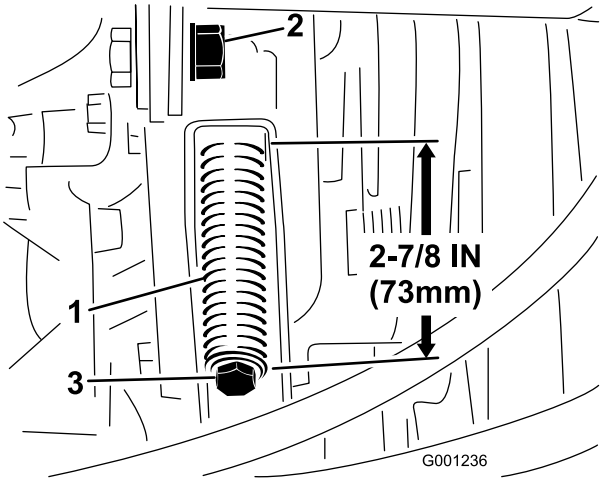

Figur 65
3. Løsne strekkstangens låsemutter (Figur 65).
4. Bruk en halvtommers skrunøkkel for å stramme eller løsne remspenningsfjæren (Figur 65). Juster fjæren slik at den er 273 mm lang.
4. Bruk en halvtommers skrunøkkel for å løsne remspenningsfjæren (Figur 65) helt.
6. Monter den nye kraftuttaksremmen og stram skivefjæren til 73 mm (Figur 65).
7. Stram til låsemutteren (Figur 65) og lukk panseret.